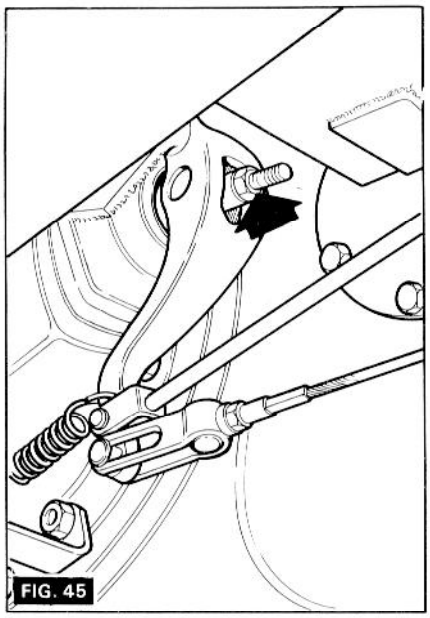

FIG. 45
2. Serrer les contre écrous pour diminuer la garde, les déserrer pour l'augmenter (Fig. 45 et 46).